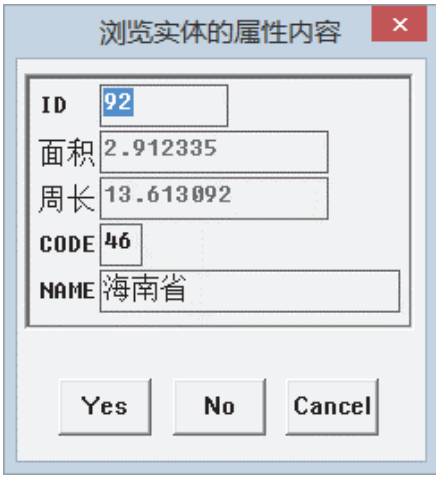

图 2-4
4. 弹出“浏览实体的属性内容”窗口，点击“Yes”（见图 2-4）；